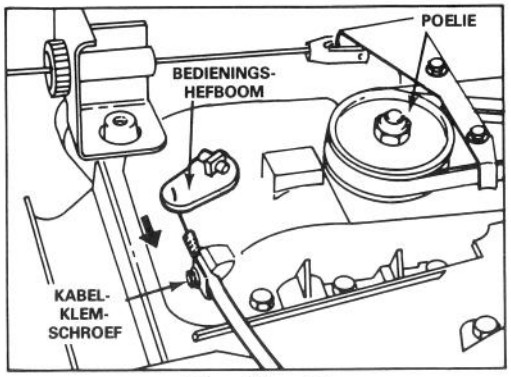

Afbeelding 24
3. BIJSTELLING (Afb. 24) — Maak de klemschroef van de kabel los totdat het kabelkaneel heen en weer kan schuiven. Druk de bedieningshefboom van de versnellingsbak naar de klemschroef en houdt deze vast. Trek aan de kabel om de speling te verwijderen en draai de klemschroef weer vast.
4. CONTROLEER BIJSTELLING — Zorg ervoor dat de rijsnelheidsknop in "N" staat en trek de maaier naar achteren. De poelie mag niet draaien (Afb. 24). Indien de poelie draait, stel dan weer bij voor "vrij": Verwijs naar stap 3.